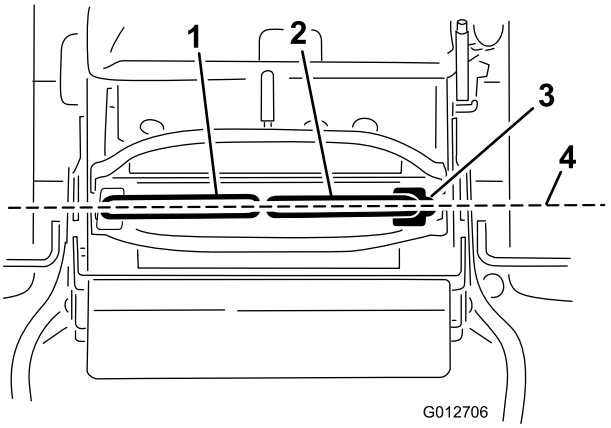

Figura 72
Importante: Controllate che l'allineamento del tosaerba sia giusto dopo aver regolato le leve di controllo del movimento. La messa a punto dell'allineamento e l'allineamento longitudinale delle leve di controllo del movimento sono la stessa procedura (Figura 72).
1. Una volta completato l'allineamento orizzontale, verificate l'allineamento longitudinale spingendo leggermente le leve di controllo in avanti per correggere l'eventuale gioco a livello della tiranteria delle leve di controllo (Figura 72).